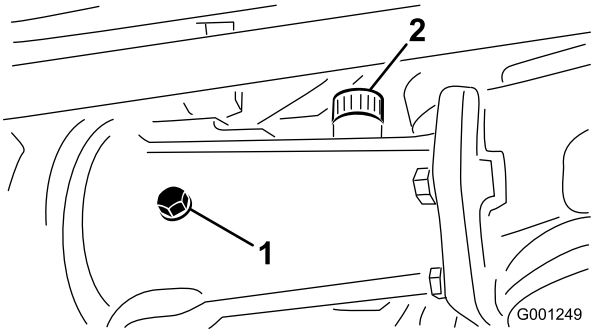
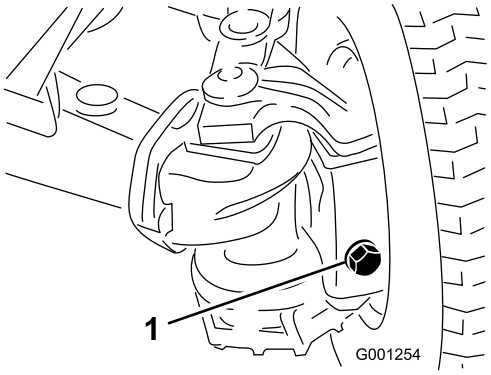

Figuur 62
Figuur 63
2. Verwijder de controleplug uit de behuizing in het midden van de as en de vul/controlepluggen van de twee buitenste behuizingen (Figuur 62 en Figuur 63).
3. Controleer dat het smeermidel de schroefdraad onderaan elk pluggat bereikt (Figuur 62 en Figuur 63).
A. Voor het vullen van de behuizing in het midden van de as: verwijder de plug (Figuur 62).
B. Voeg het voorgeschreven smeermidel toe aan het asreservoir(s) totdat het smeermidel de onderkant van de controlegaten bereikt (Figuur 62 en Figuur 63).
C. Indien de plug van de behuizing in het midden van de as verwijderd is: breng PTFE afdichtingsmiddel aan op de draad van de vulplug en monteer deze in de behuizing (Figuur 62).
5. Breng PTFE afdichtingsmiddel aan op de draad van de controleplug van de behuizing in het midden van de as en de vul/controlepluggen van de 2 behuizingen aan het einde van de as (Figuur 62).
6. Plaats de controleplug terug in de behuizing in het midden van de as en de vul/controlepluggen in de 2 behuizingen aan het einde van de as (Figuur 62 en Figuur 63).
1. Aftapplug (3)
8. Breng PTFE afdichtingsmiddel aan de draad van de controleplug van de behuizing in het midden van de as en de vul/controlepluggen van de 2 behuizingen aan het einde van de as, zie Figuur 62 en Figuur 63 in Controleren van het smeermiddel van de achteras (alleen Model 30345) (bladz. 49).
9. Plaats de controleplug terug in de behuizing in het midden van de as en de vul/controlepluggen in de 2 behuizingen aan het einde van de as, zie Figuur 62 en Figuur 63 in Controleren van het smeermiddel van de achteras (alleen Model 30345) (bladz. 49).